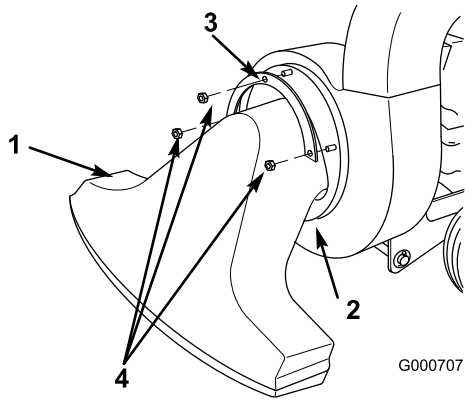

Figur 20
2. Ta bort låsmuttrarna, brickorna och fästflänsen som säkrar munstycket och ta bort munstycket (Figur 20).